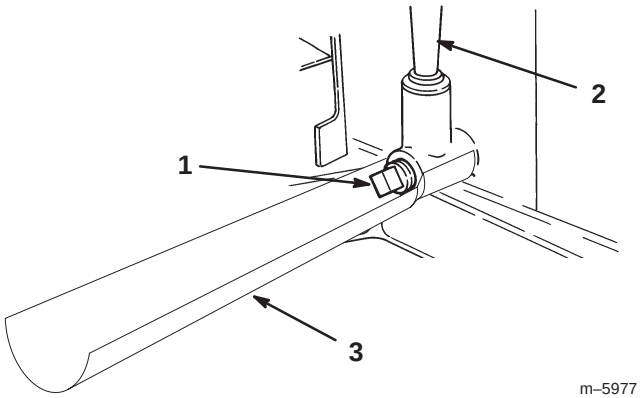

Figure 15
4. Placez l’entonnoir de vidange sous la jauge d’huile/le goulot de remplissage (Fig. 15).
5. Placez un bac de vidange sous l’entonnoir et retirez le bouchon de vidange (Fig. 15).